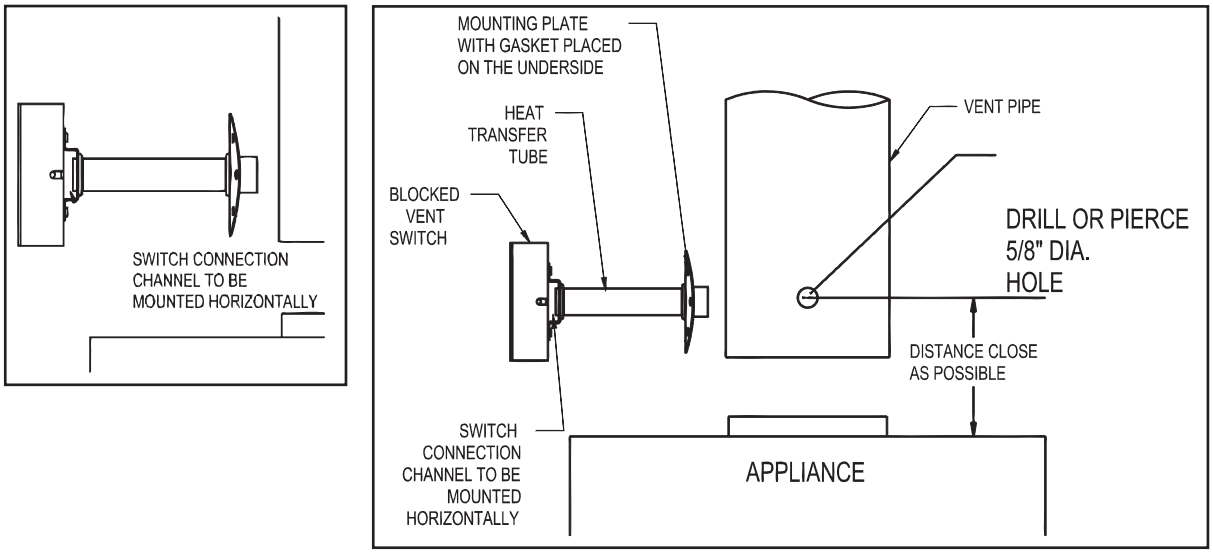

Figure 1
IF THE APPLIANCE MANUFACTURER DOES NOT SPECIFY A LOCATION, REFER TO FIGURE 1.
1. Drill or pierce a clean hole (about ¾" diameter) in the vent pipe near the appliance outlet. (See Figure 1)
4. Secure the assembly to the vent pipe with a minimum of 4 sheet metal screws. The channel must be mounted horizontally, unless specified differently by the appliance manufacturer. (See Figure 1)